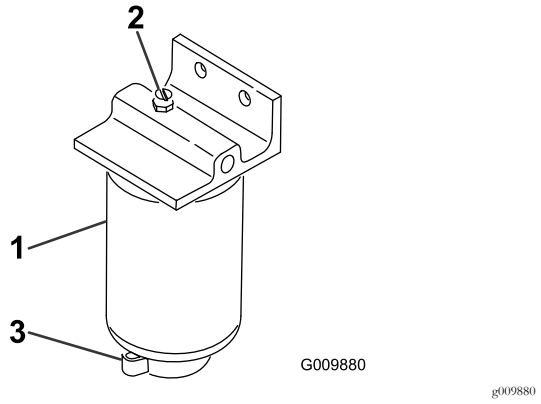

Figur 66
2. Løsn aftapningsventilen i bunden af filterskålen (Figur 66).
1. Rengør området, hvor filterskålen monteres (Figur 66).